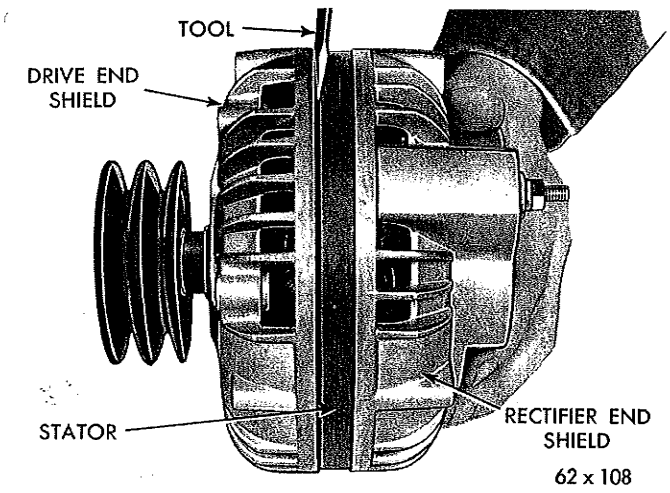

*Fig. 23—Separating Drive End Shield from Stator*
(3) Remove through bolts and pry between the stator and drive end shield with blade of a screwdriver, (Fig. 23). Carefully separate drive end shield, pulley and rotor assembly away from stator and rectifier shield assembly.